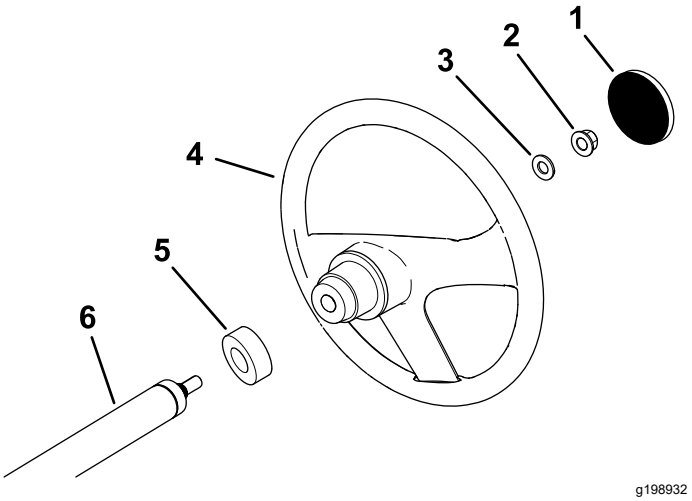

**Figur 3**
1. Ta i förekommande fall bort kåpan från rattnavet (Figur 3).
2. Ta bort låsmuttern (½ tum) från styraxeln (Figur 3).
3. Skjut på ratten, dammskyddet och brickan (½ tum) på styraxeln (Figur 3).
5. Montera kåpan på ratten (Figur 3).